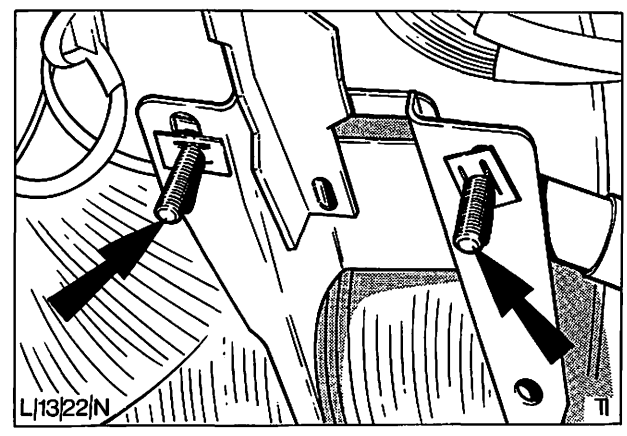

Abb. 78 Lenksäulenhalterung
11. Mutter von Lenksäulenhalterung abschrauben, Abb. 78.